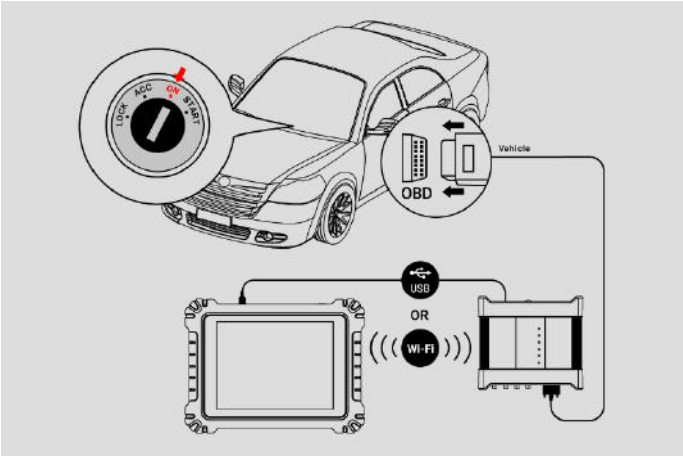

Figure 1-1 ***Sample Connection Diagram***
1. Please refer to ***Figure 1-1*** *Sample Connection Diagram* to complete the connection. Place the ignition in the key on position.